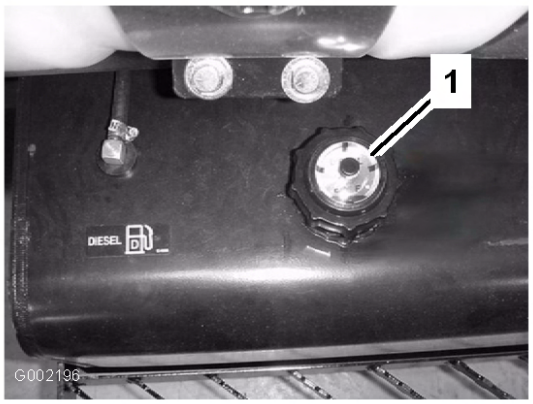

Figur 18
3. Rengør området omkring brændstoftankens dæksel (Figur 18).